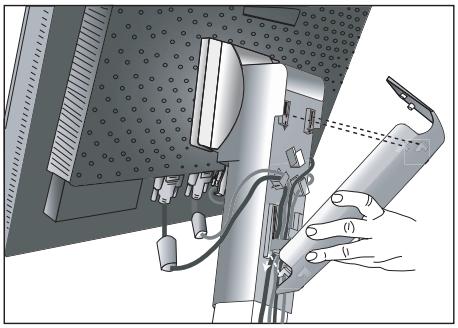
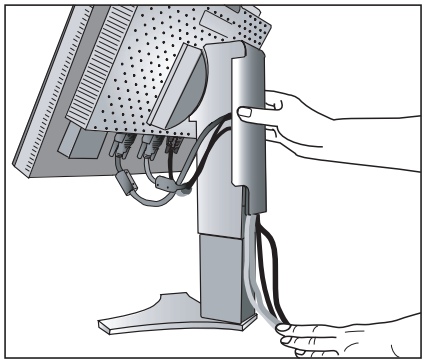

Figura D.1
Figura D.2
7. Fissare tutti i cavi insieme e collocare la copertura cavi sul supporto (**Figura D.1**). Per rimuovere la copertura cavi, sollevare il coperchio come illustrato nella **Figura D.2**.